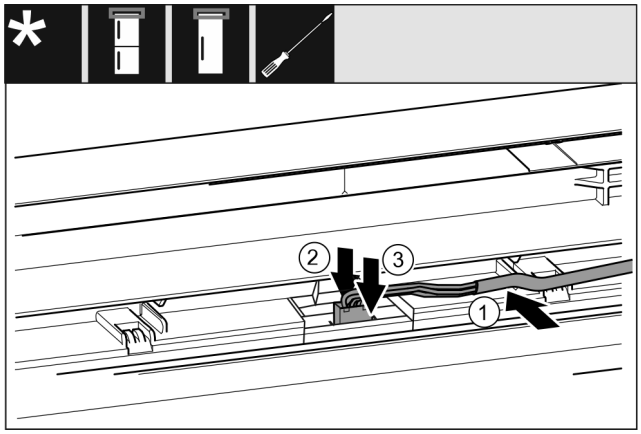

Fig. 40 Koel-/vriescombinaties / diepvriezers / koelapparaten
- ▶ Kabel *Fig. 40 (1)* in de geleiding in de bovenste deur leggen.
- ▶ Vergrendelingslipje *Fig. 40 (2)* naar achteren drukken.
- ▶ Stekker *Fig. 40 (3)* vastklikken.